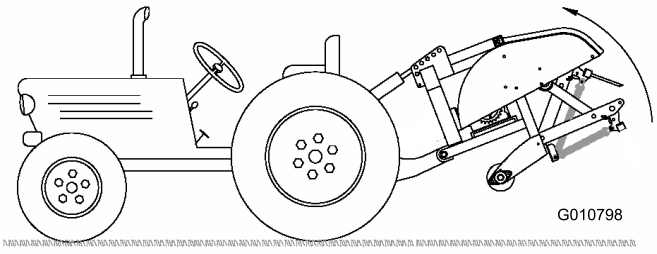

Figur 12
2. Heis luftemaskinen helt opp og trekk inn den hydrauliske toppleddsylinderen eller det øvre leddet (Figur 12).